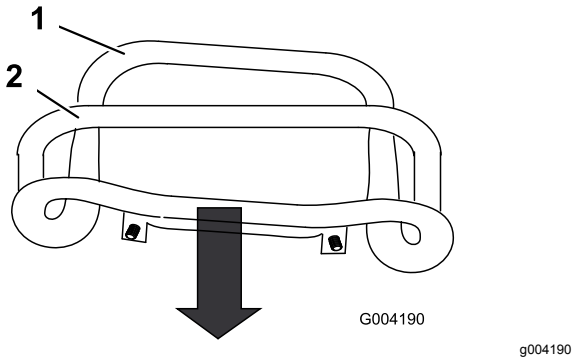

Figur 54
3. Dra drivreglaget bakåt så att reglagets främre del nuddar vid referensstaven (Figur 54).